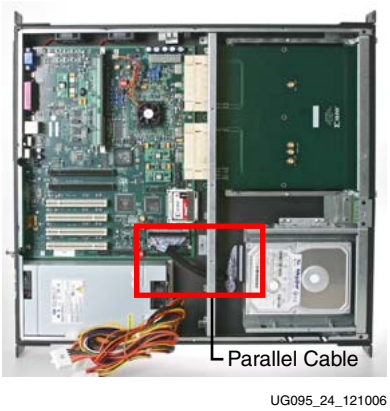

*Figure 24:* **Installing the Drive Cage with Hard Disk**
3. Reinstall the drive cage and the case stiffener and attach the hard disk parallel cable from the hard disk to the primary or secondary IDE, J16 or J15, respectively on the ML310/ML410 board (Figure 24).